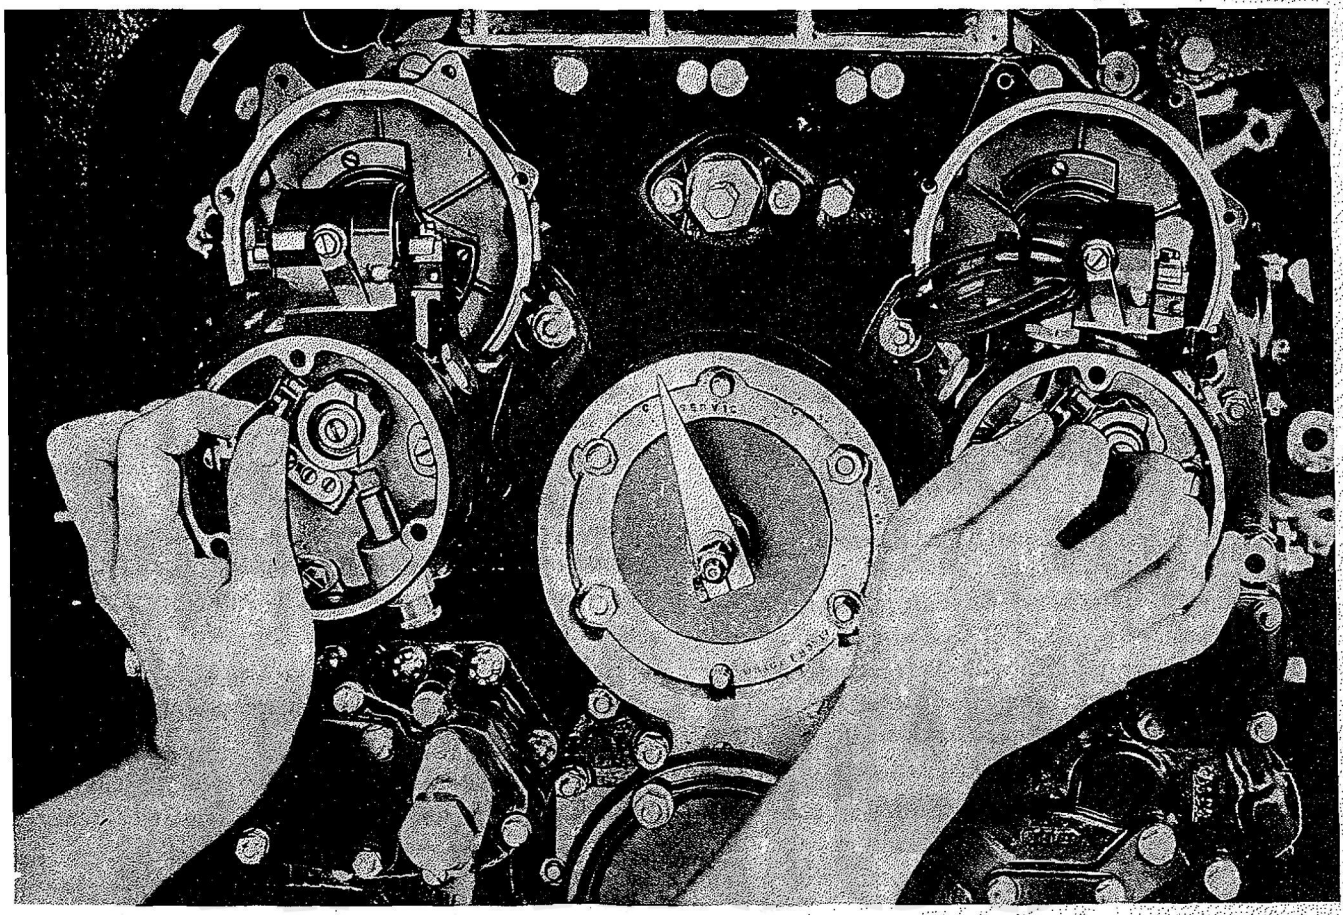

Figure 245—Magneto Timing
a. Install the timing disk (Tool No. 83517) and adapter (Tool No. 83533 or 800947) on the starter mount pad and rotate the crankshaft in the normal direction of rotation until No. 1 piston is at top center of the compression stroke. Refer to Figure 245. Check for top dead center using a top dead center indicator (Tool No. 80932) in No. 1 cylinder. Refer to use of top center indicator as described in Section IX, paragraph 27. Adjust the pointer on the timing disk installed on the starter pad to zero when the No. 1 piston is on top center on the compression stroke. Tighten the clamping screw to hold the pointer to its shaft in this position. Turn the crankshaft backward for approximately 1/4 of a revolution then forward to the spark timing value indicated on the engine data plate.